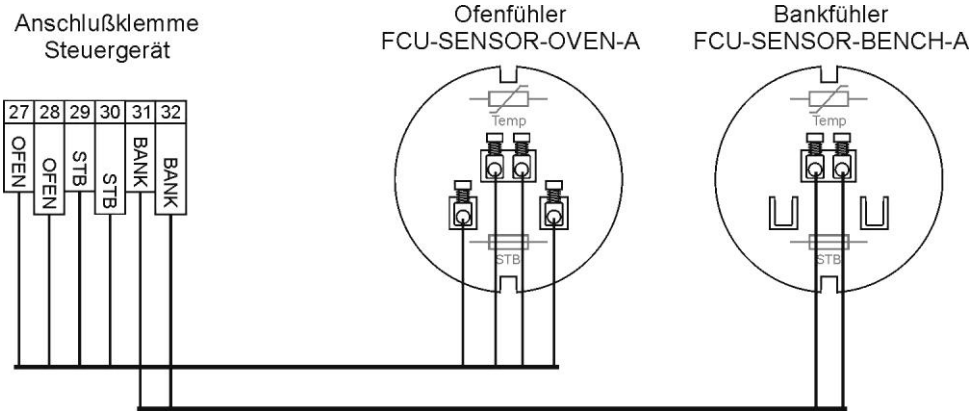
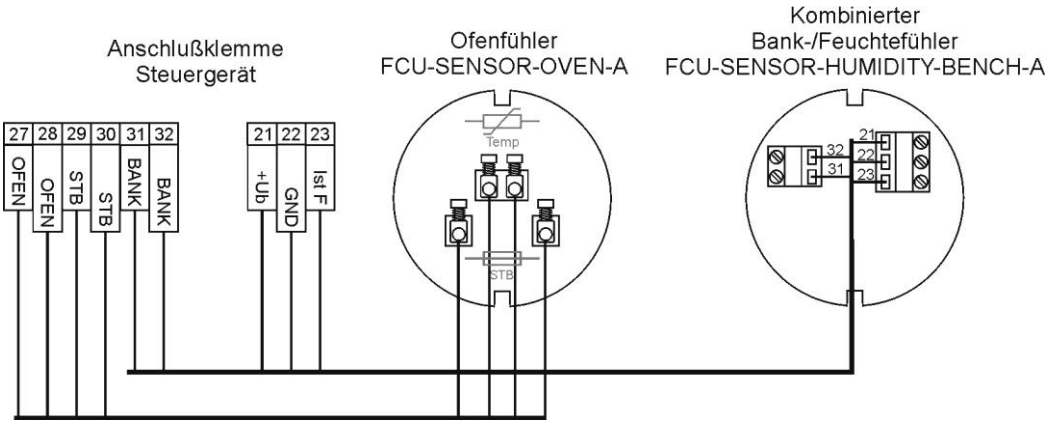

Abb. 4: Anschluss Ofenfühler Temperatur und Bankfühler Temperatur
Abb. 6: Anschluss Ofenfühler Temperatur und Bankfühler Temperatur, bzw. kombinierter Feuchte- und Bankfühler
4. Signalleitung in Abhängigkeit des verwendeten Fühlers gemäß Anschlussplan Abb. 4 oder Abb. 6 an die Platine anschließen.